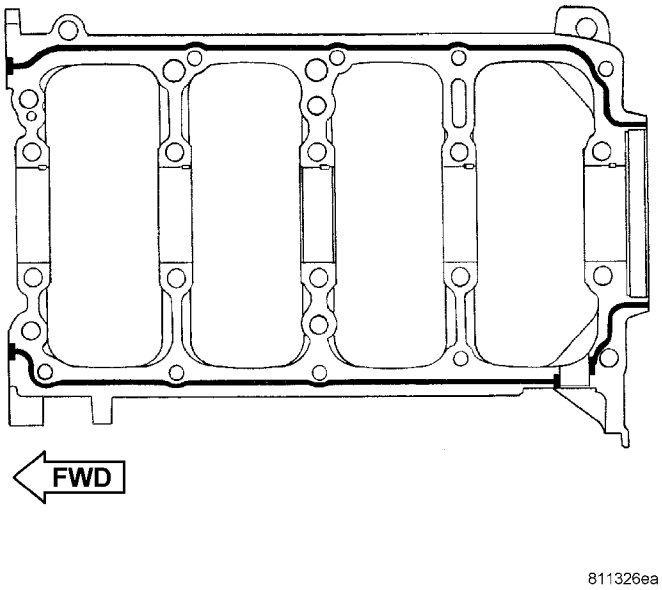

Fig. 50 Bed Plate Sealing
(7) Install lower main bearings into main bearing cap/bed plate. Make certain the bearing tabs are seated into the bed plate slots and apply oil.
(8) Apply 1.5 to 2.0 mm (0.059 to 0.078 in.) bead of Mopar® Bed Plate Sealant to bed plate as shown in (Fig. 50).
(9) Install the main bearing/bed plate into engine block.
(10) Before installing the bolts the threads should be oiled with clean engine oil, wipe off any excess oil.
(11) Install main bearing bed plate to engine block bolts 11, 17, and 20 finger tight. Tighten these bolts down together until the bed plate contacts the cylinder block.
(12) To ensure correct thrust bearing alignment, perform the following steps: